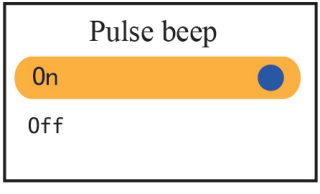

Figura 4.10C Configuración pitido del pulso
- Pulse beep (pitido del pulso): Para activar/desactivar el pitido del pulso, el valor predeterminado de fábrica es "On", como se muestra en la Figura 4.10C. Cuando se activa el sonido general pulsando por un tiempo prolongado la tecla "  " y el pitido del pulso está configurado en la opción "On", y cuando no hay ningún evento de límite, entonces se puede oír el sonido de pitido de pulso durante la medición SpO_2.